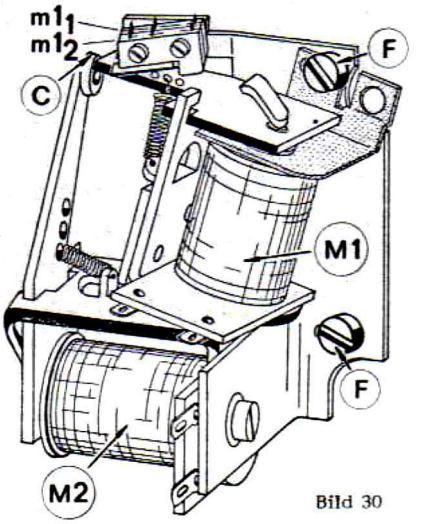
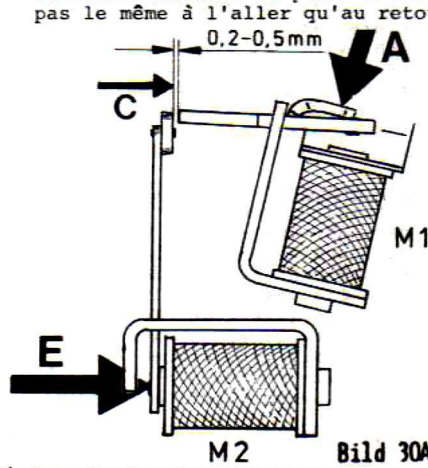
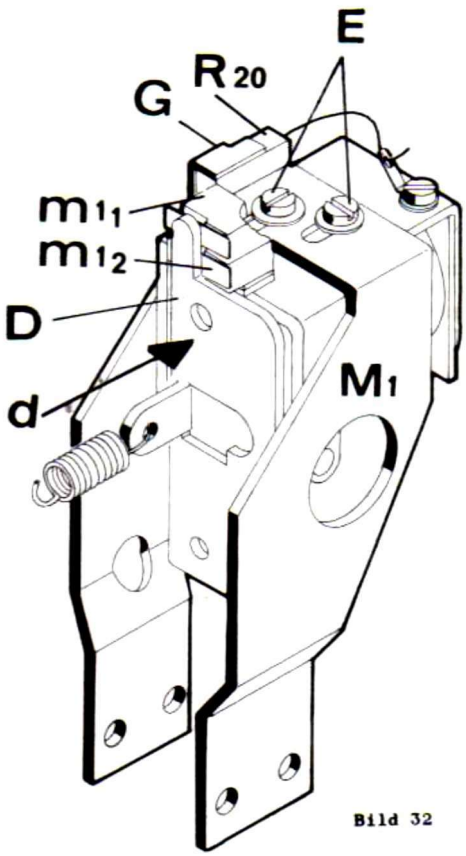
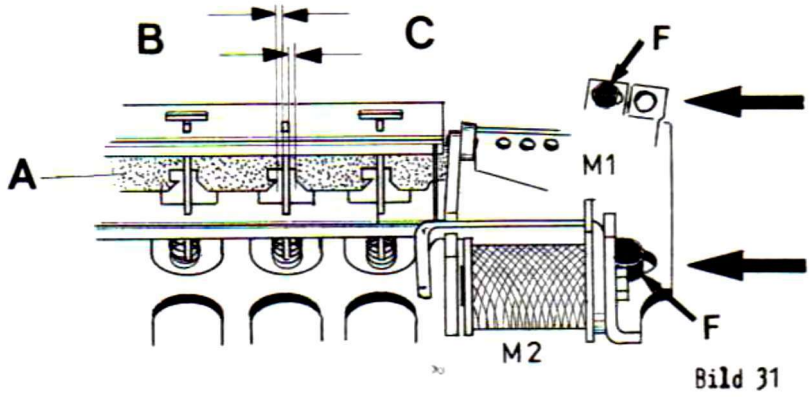

Bild 30
Bild 30A
Bild 32
Bild 31
Rastmagnetsatz wie in Bild 30 (rechts):- Bilder 30/30A zeigen die beiden Magnete in Ruhestellung,d.i. =Box ohne Kredit. M1 ist der Rastmagnet, er ist angezogen solange die Kreditlampe brennt. M2 ist der Rückstellmagnet, er zieht am Ende einer Wahl kurzzeitig an und läßt, wenn dann kein Kredit mehr vorhanden ist, M1 dabei wieder in die Ruhestellung fallen.
1. In Ruhestellung fluchtet die Oberseite des Ankers M1 mit der Außenkante der Isolierscheibe am Anker M2, -C- Bild 30A. Einzustellen mit dem Ankeranschlag -A-.
2. Zieht M2 an (Anker bei -E-, Bild 30A, gegen den Kern drücken), dann lüftet sein Anker vom M1-Anker um 0,2 - 0,5 mm. Siehe -C-; einzustellen durch Verformung der Ankerzunge M2.
Die Mikroschalter $m1_1$ und $m1_2$ sind (durch Versetzen der Schalterkörper) so einzustellen, daß der Überhub über den Schaltpunkt in beiden Richtungen gleich ist: Anker M2 andrücken (Bild 30A) und den Anker M1 bei -A-manuell über den vollen Hub langsam auf und ab bewegen; man hört das Umschalten beider Schalter, die Schaltpunkte sind aber für beide Richtungen unterschiedlich.
Justage der Magnetplatte. M1 und M2 haben ein gemeinsames Zwischenchassis, das sich gegen das Tastenchassis versetzen läßt (Schrauben F, Bild 30). Das Zwischenchassis wird, mit den Magneten in Ruhestellung (Bild 30/-A), so weit in Richtung Drucktasten versetzt, bis die Rastschiene A, Bild 31, die Tastenschäfte an beiden Seiten (Maß B und Maß C) etwa gleich weit freigibt; keinesfalls darf ein Tastenschaft an der Rastschiene schleifen oder gar einrasten.
Keyboard Solenoids as shown in Bild 30(below): Bild 30 and Bild 30a show both solenoids in rest position= no credit. Latch solenoid M 1 is activated as long as the credit lamp ("Select" lamp) is alight. M2, the latch reset solenoid is shortly actuated at the end of a selection cycle, but that resets M1 only if the credit is gone.
1. In rest position, the top edge of M1 armature is flush with the top edge of the M2 armature insulation disc; see -C-, Bild 30A, adjust with stopper tongue -A-.
2. When M2 pulls (push armature at -E-, Bild 30A), its armature will clear the M1 armature for 0,2 - 0,5mm. See -C-; adjust by reforming M 2 armature arm.
Positioning the Solenoid Subchassis common for M1 and M2. Screws F,Bild 30, permit to shift the subchassis in respect to the selector switch unit longitudinal as well as to rotate it for some degrees.
With both solenoids in "no credit" (=rest) position (shown in Bild 30) move the subchassis longitudinal until the latch rail -A-, Bild 31, of the adjacent switch unit clears the shafts of all keys equally on both sides (indication B and C). At least, no key may show any tendency to get latched and no friction tolerated between latch rail and shafts.
Ensemble des électroaimants de blocage M1 et M2 (Voir figure "Bild 30"). Les figures 30 et 30A montrent les deux électroaimants en position repos - appareil sans crédit. M1 est la bobine de blocage. Elle est excitée aussi longtemps que la lampe de crédit est allumée. M2 est l'électroaimant de rappel. Après chaque sélection, il est excité un très court instant. M1 revient alors en position repos lorsqu'il y a plus crédit.
1) Au repos, la partie supérieure de l'armature de M1 est allignée avec la partie extérieure du disque isolant situé à l'extrémité de M2. (Voir -c-)L'ajustement se fait en pliant l'armature de M1. (fig. 30A)
2) Lorsque M2 est excité(armature en -E- contre le noyau) fig.30A, la distance entre le disque et l'armature de M1 doit être de 0,2-0,5 mm. L'ajustement se fait en pliant l'armature de M2.
Réglage de la plaquette support M1 et M2 sont montés sur un même support; celui-ci est monté sur le chassis de l'ensemble de touches et peut être déplacé ou tourné de quelques degrés (vis F fig. 30). Avec les électroaimants au repos (fig.30) la plaquette doit être telle que la barre de blocage, poussée par l'armature de M2 (-A- fig.31) et libère toutes les cosses de l'ensemble (indication B et indication C). En aucun cas, les cosses ne doivent rester accrochées à la barre de blocage et aucune touche ne doit rester enfoncée. Cela est aussi valable pour le deuxième ensemble de touches. Là, la barre de blocage commande la barre intermédiaire. En tournant le support, il est alors possible de régler de la même manière les deux barres de blocage.
Rastmagnet nach Bild 32 (Cabaret/X2): Eine starke Feder zieht den Anker -D- gegen das Chassis des Schaltersatzes, wobei sich dessen Rastschiene (Bild 31,-A-) zwangsläufig richtig einstellt (Maße B und C). Für den zweiten (linken) Tastensatz kann die Einstellung der Rastschiene ggf. durch Verformung des Stirnwinkels der Auslöseschiene korrigiert werden.
Wenn der Anker -D- anzieht (bei -d- andrücken), dann muß sein Stirnwinkel etwa 1/2 mm von der Rastschiene abheben. Zur Einstellung wird der ganze Magnet verschoben (Schrauben -E-, Bild 32).
Keyboard Solenoid M 1 as per Bild 32 requires a minimum of adjustments. A strong spring pulls armature -D- against the chassis of the selector switches and sets latch rail -A-, Bild 31, to proper position (B & C, Bild 31). This is fixed by the shape of the armature's front end.
With M 1 activated (manually push armature at -d-), D's front end has to clear the latch rail for about 1/2 mm; adjustable by shifting the entire solenoid assembly (screws -E-, Bild 32).
Aimant de blocage selon Bild 32:-
Un ressort fort tire l'armature D vers la platine de l'ensemble des touches et met au point la barre de blocage A fig. 31 - indications B et C de l'ensemble des touches droites.
Si M1 est exité (appuyez sur l'armature), il faut un espace de 0,5 mm entre l'armature et la barre de blocage. Pour ajuster déplacez l'aimant (vis -E- fig. 32).
Les microcontacts ml_1 et ml_2 (F, fig. 32) doivent être actionnés complètement si l'armature est attirée (voir page 18). Pas d'ajustage nécessaire si les micro contacts et l'armature sont en condition originale.